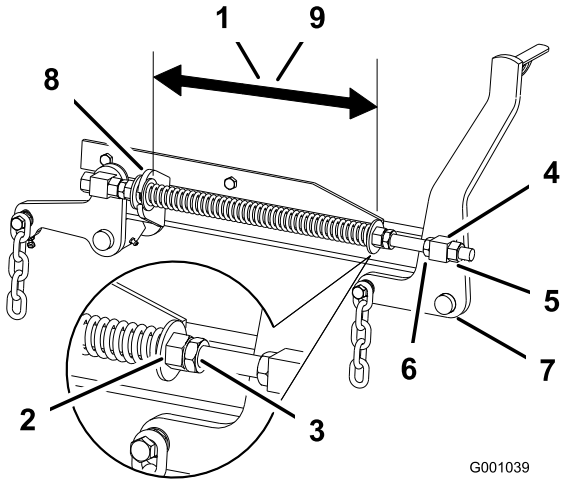

Figur 83
2. Kontroller avstanden mellom de to store skivene. Den må være 28,2 cm for 52 tommers klippeenheter og 26,7 cm for 60 tommers klippeenheter (Figur 83).
3. Juster denne avstanden ved å løsne låsemutteren for fjæren og mutteren foran hver fjær (Figur 83). Fjæren blir kortere hvis du vrir mutteren med klokken, og kortere hvis du vrir den mot klokken.
4. Lås mutteren i stilling ved å trekke til fjærens låsemutter (Figur 83).